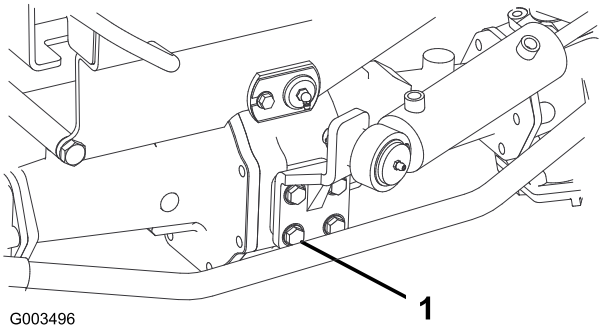

Figur 55
2. Kontroller momentet på styresylinderens monteringsbolter (Figur 55)